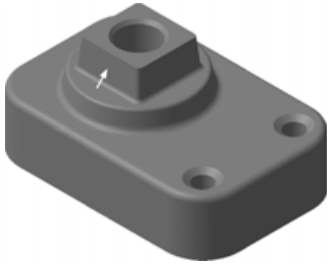

Рис. 4.15
- Для изменения высоты усеченной пирамиды (рис. 4.15) введите в поле **Расстояние 1** новое значение 15. Остальные параметры оставьте без изменений и нажмите кнопку **Создать объект**.